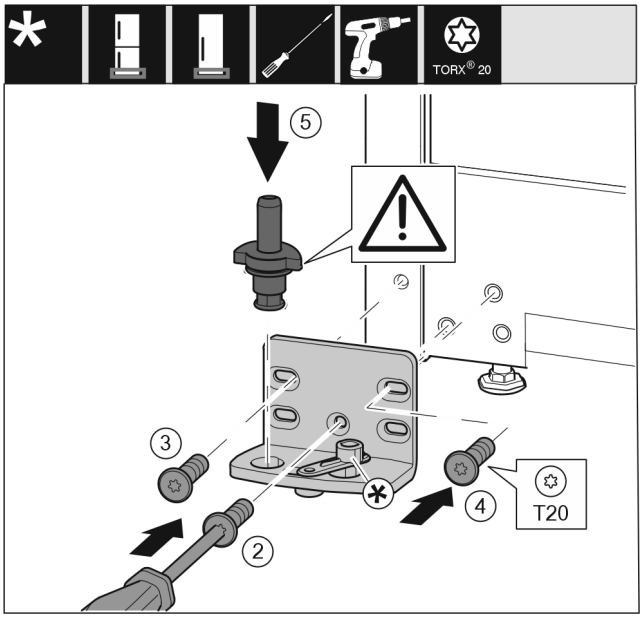

Fig. 17
▶ Place the swap bearing block on the other side and use a screwdriver to screw it on. Start with the screw *Fig. 17 (2)* at the bottom in the middle.
▶ Tighten screw *Fig. 17 (3)* and screw *Fig. 17 (4)*.
▶ Insert the bearing bolt *Fig. 17 (5)* completely. Ensure that the latching cam is pointing towards the rear.